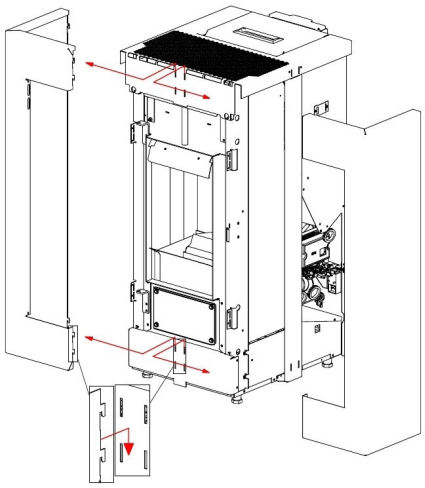

Fig. 39 - Aushaken der Seiten
- Die vorderen Seiten aushaken (siehe **Fig. 39 auf S. 22**).